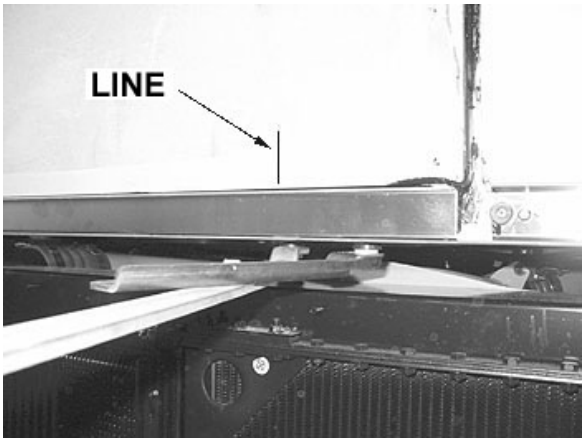
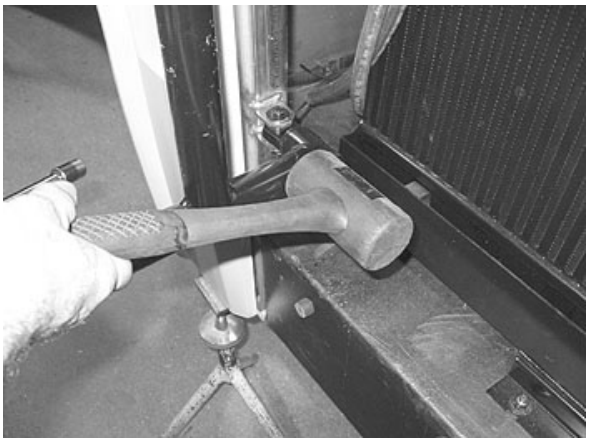

FIGURE 60: REFERENCE LINE
FIGURE 61: PANTOGRAPH ARM ADJUSTMENT
2. Using a rubber mallet, adjust the lower part of pantograph arm in order to get 4 ± 1 mm between lateral panel and engine door (Refer to Figure 60 and Figure 61).